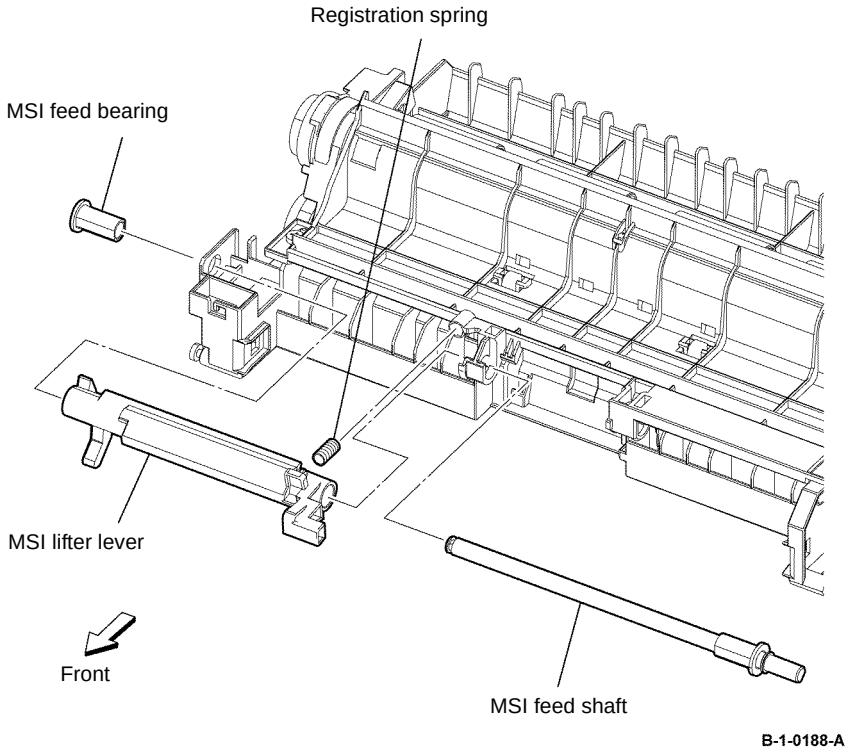

Figure 2 MSI spring, feed bearing, lifter lever and feed shaft removal
3. Remove the registration spring and MSI feed bearing. Remove the MSI feed shaft and MSI lifter lever, Figure 2.